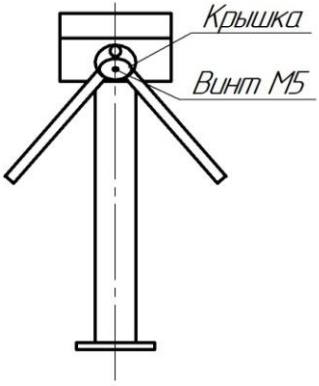

Рис. 1
6.4. Установите штанги. Для этого снимите крышку поворотного механизма, открутив винт М5 (рис.1). Закрепите штанги болтами М10, входящими в комплект штанг.